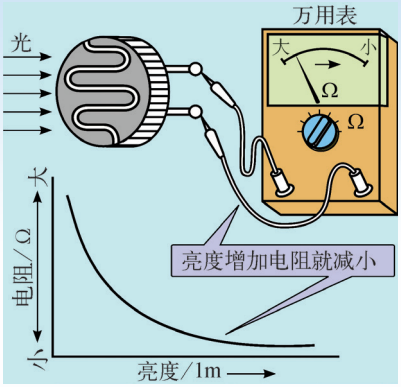

图 2.17　测定光敏电阻的特性
请同学们按照图 2.17 的电路进行试验，测量 CdS 光敏电阻的特性。具体步骤如下：
1. 按图 2.17 将 CdS 光敏电阻接入电路，并测量其电阻值。